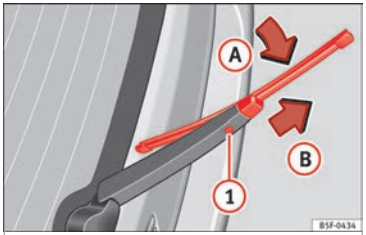

Fig. 206 Changing the rear wiper blade
- Pull the wiper blade out of its mounting on the wiper arm ››› **Fig. 206** (arrow (A)).
- Hold down the release button ››› **Fig. 206** (1) while gently pulling the blade in the direction of the arrow (B). This may require some strength.
- Insert a new blade of the **same length and type** in the wiper arm in the opposite direction to the arrow ››› **Fig. 206** (B) and hook into place. This feature is operational when the knob is in position (arrow (A)).